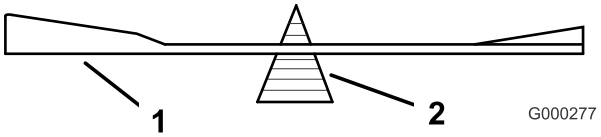
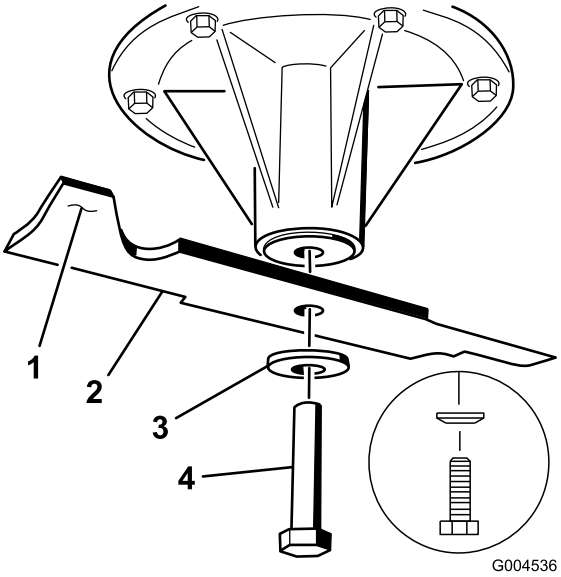

Figur 90
Figur 91
2. Fjern skæreknivsbolten, den buede skive og skærekniven fra spindelakslen (Figur 91).
2. Kontroller skæreknivens balance ved at placere den på en afbalanceringsenhed (Figur 90). Hvis skærekniven forbliver i en vandret position, er skærekniven afbalanceret og kan benyttes. Hvis skærekniven ikke er afbalanceret, skal der slibes lidt mere metal af enden af sejlområdet (Figur 91). Gentag denne procedure, indtil skærekniven er afbalanceret.
1. Monter skærekniven på spindelakslen (Figur 91).
2. Monter den buede skive og knivbolten. Den buede skivekonus skal installeres mod boltens hoved (Figur 91). Tilspænd skæreknivsbolten med et moment på 115–150 Nm.